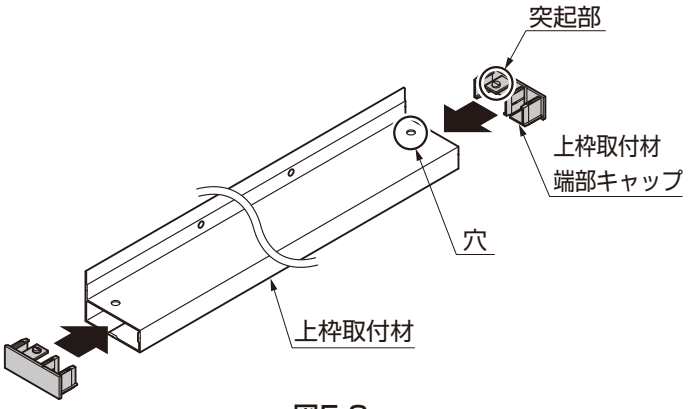

図5-8
②上枠取付材端部キャップを突起部が上枠取付材の端部の穴にはまるように取付けてください。（図5-8参照）